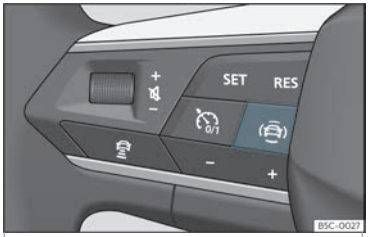

Abb. 62 Linke Seite des Multifunktionslenkrads: Taste für die Fahrerassistenzsysteme (modellabhängig).
- Taste ››› **Abb. 62** drücken, um das Menü **Assistenten** zu öffnen.